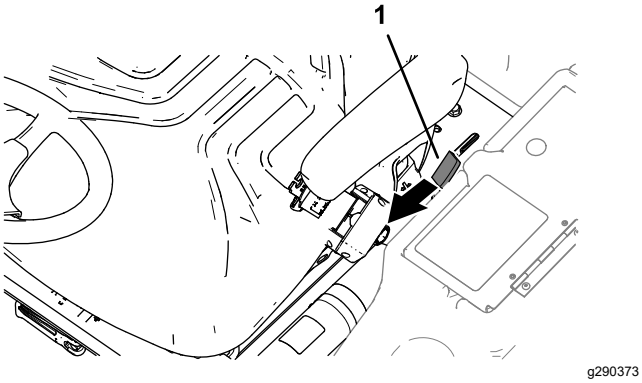

Rysunek 48
1. Przesuwaj uchwyt zatrzasku podestu (Rysunek 48) do przodu maszyny do momentu, aż haczyki zatrzasku zwolnią pręt zabezpieczający.